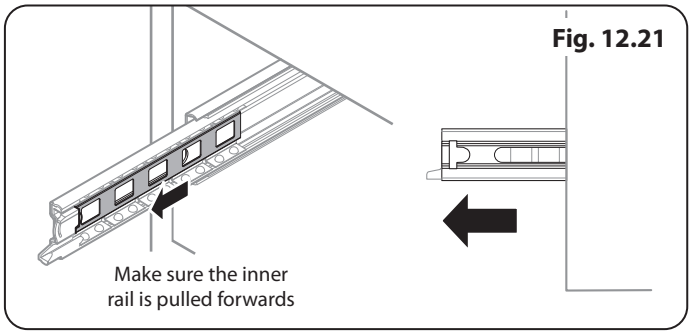

Fig. 12.21
1. To fit the drawer, pull the side rails fully out (**Fig. 12.21**).